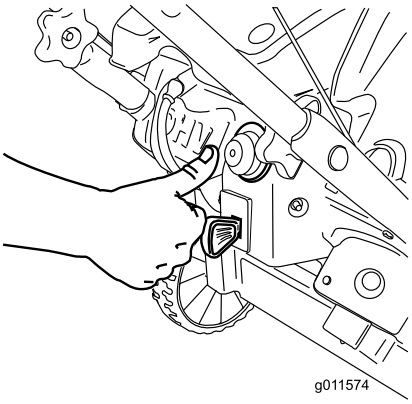

Figur 18
3. Trykk inn primeren bestemt to ganger med tommelen. Hver gang holder du primeren inne i ett sekund før du slipper den (Figur 18).